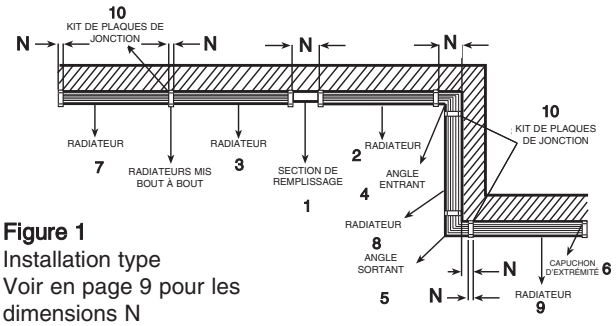
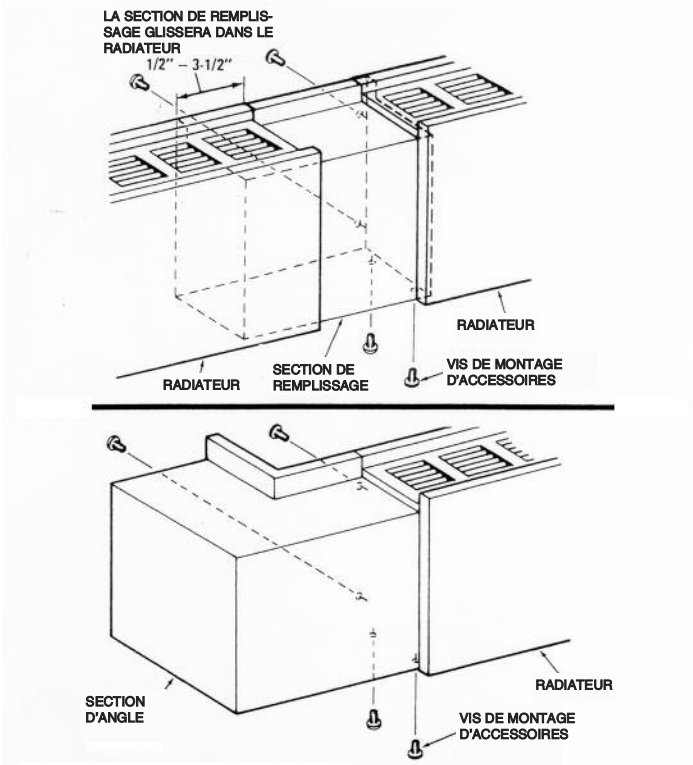

Figure 1
Figure 5
Vérifiez les dimensions de section des radiateurs et la longueur de mur additionnelle nécessaire pour les accessoires télescopiques (Figure 1) avant de commencer une installation de type mur-à-mur. Assurez-vous que tous les radiateurs et accessoires nécessaires sont à portée de main et que leur finition est correcte.
4. Si c'est nécessité par le site, installez une section de remplissage (1, Figure 1) sur le radiateur (2) ou bien (3) au moyen de quatre vis #6 fournies avec cette section de remplissage (Référez-vous à la Figure 5). Mettez au rebut le capuchon d'extrémité de section de remplissage dans cette application.
5. Si le tronçon mural comporte des angles rentrants ou sortants, installez un angle (4 et 5) sur le radiateur (2 et 9) au moyen de quatre vis #6 fournies avec cette section d'angle (Référez-vous à la Figure 5).
Remarque : Des avant-trous de 1/4" pour le montage sont fournis dans chaque boîtier de raccordement. Ces trous ne peuvent être utilisés que quand il n'y a pas d'installation d'accessoires à glisser à l'intérieur à cette extrémité du radiateur (comme quand les radiateurs (3 et 7) sont mis bout-à-bout comme montré en Figure 1).